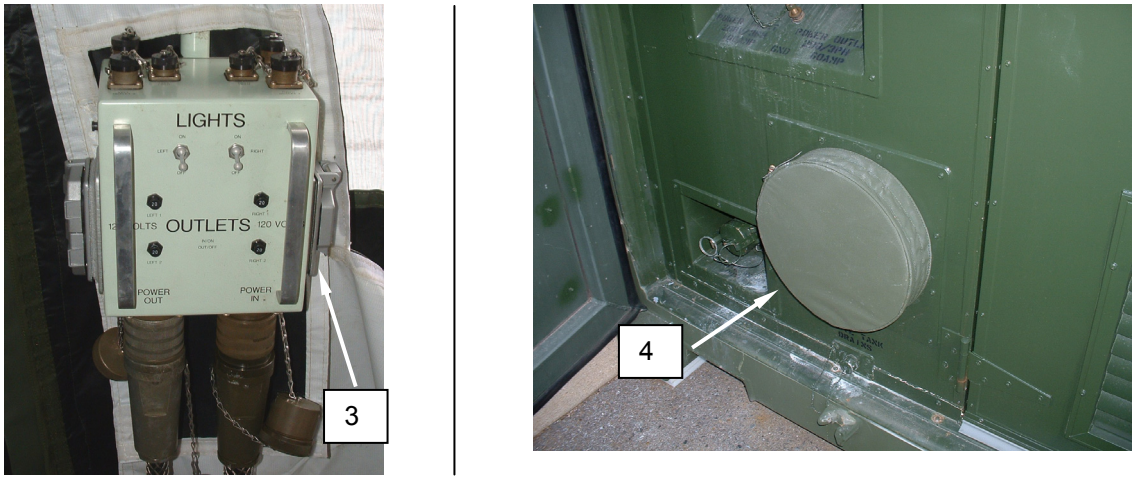

Figure 3. ASH Connections.
7. Connect the ASH to a 120 VAC connection **(Figure 3, Item 3)** on the TEMPER electrical distribution box. Ensure the ASH return is drawn from the false wall connection **(Figure 3, Item 4)** on the CBL, and the ASH air discharges to the TEMPER.